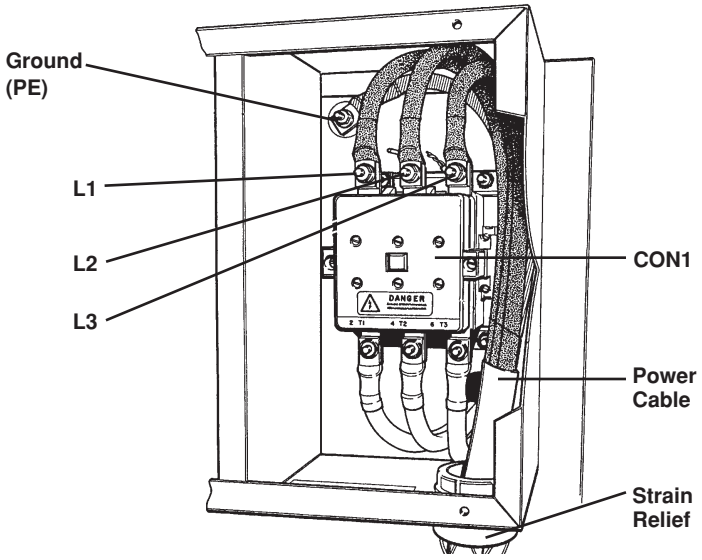

Figure 3-9 Power Cable Connections
2. Connect the power leads to the **L1**, **L2**, and **L3** terminals of **CON1.** See Fig. 3-9.
3. Connect the **Ground (PE)** lead to the stud as shown in Fig. 3-9.